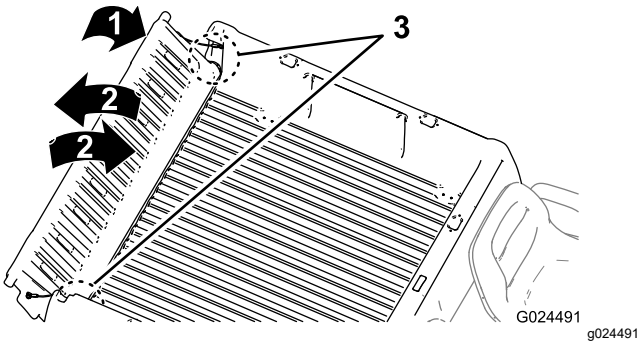

Figur 15
2. Fäll flakskyddet till cirka 45 graders läge (Figur 15).
3. Skaka flakskyddet med korta rörelser för att vrida det framåt och bakåt flera gånger (Figur 15).